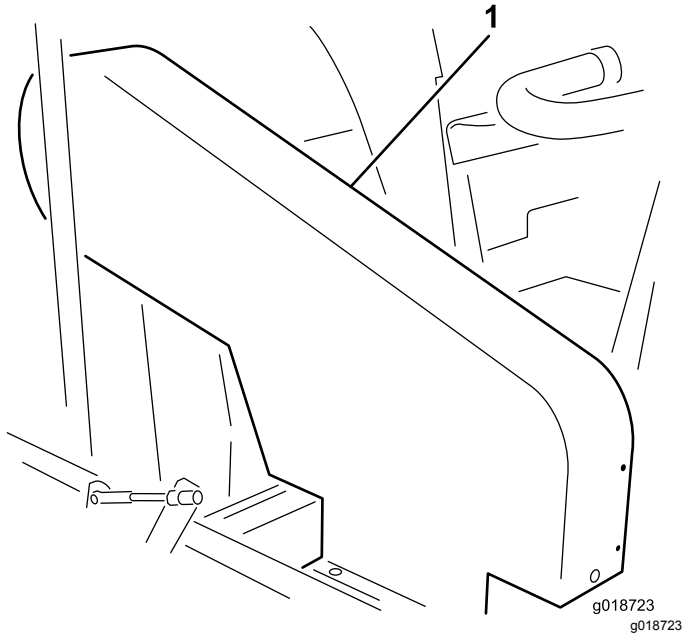

Figura 19
Nota: Não é necessário retirar a proteção da correia superior (Figura 19) para verificar a tensão da correia. Se retirar a proteção da correia, retire os 4 parafusos, anilhas e porcas que prendem a proteção à estrutura. Não utilize a máquina sem as proteções instaladas.
Verifique a tensão pressionando a correia a meio curso entre a hélice e as polias da embraiagem com uma força de 18 a 22 N. A correia deverá fletir 1,3 cm. Se o desvio estiver incorreto, consulte Ajustar a correia de transmissão da hélice (página 26). Se o desvio estiver correto, prossiga com o funcionamento normal (Figura 19).
Verifique a tensão pressionando a correia a meio curso entre o eixo secundário e as polias da embraiagem com uma força de 18 a 22 N. A correia deverá fletir 6 mm. Se o desvio estiver incorreto, consulte Ajustar a correia do eixo secundário (página 26). Se o desvio estiver correto, prossiga com o funcionamento normal (Figura 19).
1. Retire os 4 parafusos, anilhas e porcas flangeadas que prendem o resguardo superior à estrutura (Figura 19).